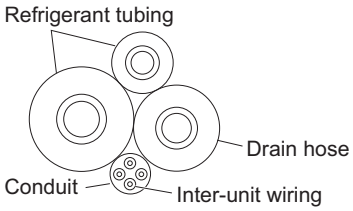

Fig. 2-265
(5) Assemble the refrigerant tubing, drain hose, and conduit (including inter-unit wiring) as shown in Fig. 2-265.